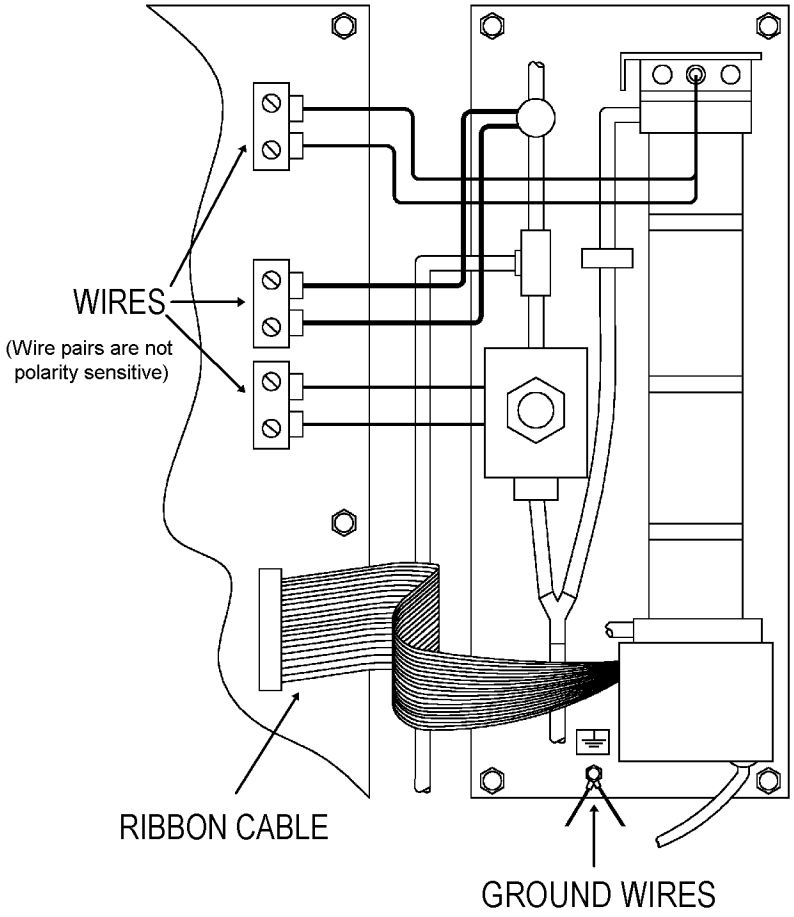

Figure 6-7. Styx Module Wiring Removal
b. Disconnect the ground wire from the styx module mounting plate. See figure 6-7.